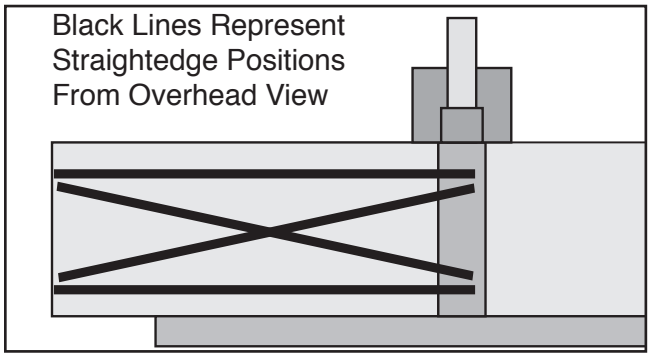
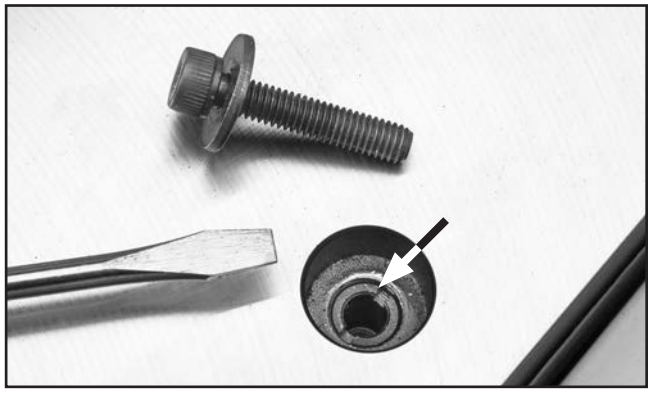

Figure 44. Straightedge positions for checking outfeed table parallelism.
Figure 46. Leveling adjuster location.
4. Place straightedge in the positions shown in **Figure 44**.
6. Use flat head screwdriver to rotate leveling adjuster(s) (see **Figure 46**) until straightedge touches TDC of knife/insert and lays flat across outfeed table in positions shown in **Figure 44** on **Page 40**.